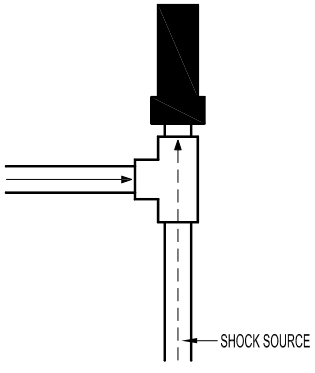
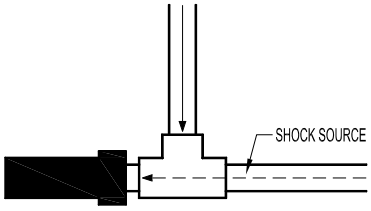

Fig. 2
Fig.3
**PLACEMENT:** Water hammer arrestors should be placed as close to the source of shock as possible. Both hot and cold water branches should have arrestors. There should be an unobstructed path from the shock source to the water hammer arrestor. In figure 1, two shock waves are allowed at points A and B. Figure 2 shows the proper vertical installation, and figure 3 shows the proper horizontal installation. Water hammer arrestors should not be installed in the inverted position.